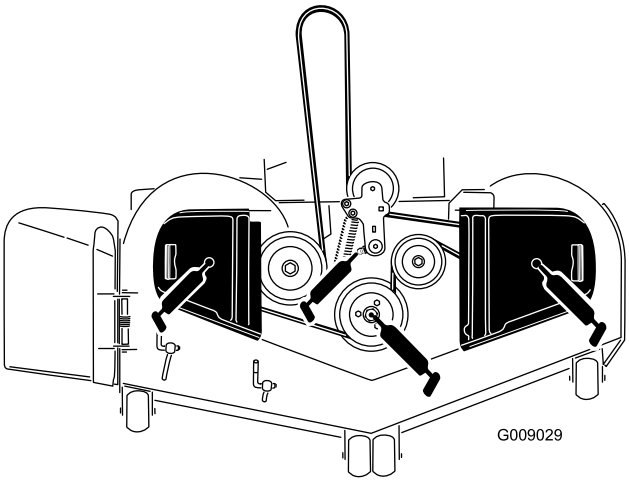

Figuur 43
3. Smeer het scharnierpunt van de spanpoelie van het maaidek tot het smeer er aan de onderzijde uitkomt (Figuur 43).
4. Smeer de nippels aan de bovenzijde van de 3 aslagers tot het smeer er uitkomt (Figuur 43).
5. Smeer de arm van de spanpoelie van de aandrijfriem (Figuur 43).